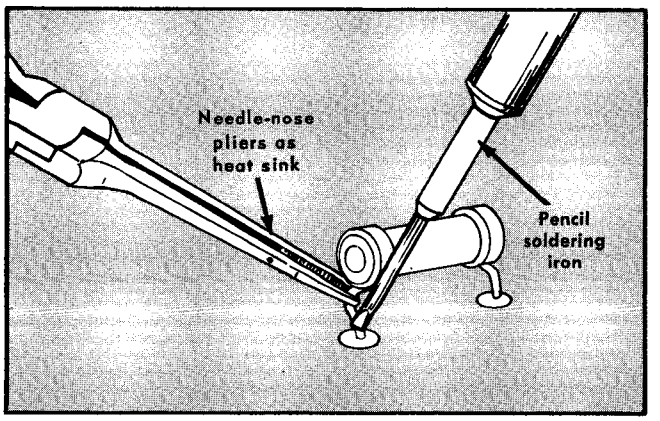

Fig. 4-7. Use of a heat sink to protect components during soldering.
1. Grip the component lead with long-nose pliers between the solder connection and the component body. Touch the soldering-iron tip to the lead at the solder connection. Do not lay the iron directly on the board. (See Fig. 4-7.)
4. Touch the iron to the solder connection and apply a small amount of solder to make a firm solder joint; do not apply too much solder. To protect heat-sensitive components, hold the lead between the component body and the solder joint with a pair of long-nose pliers (see fig. 4-7) or other heat sink.